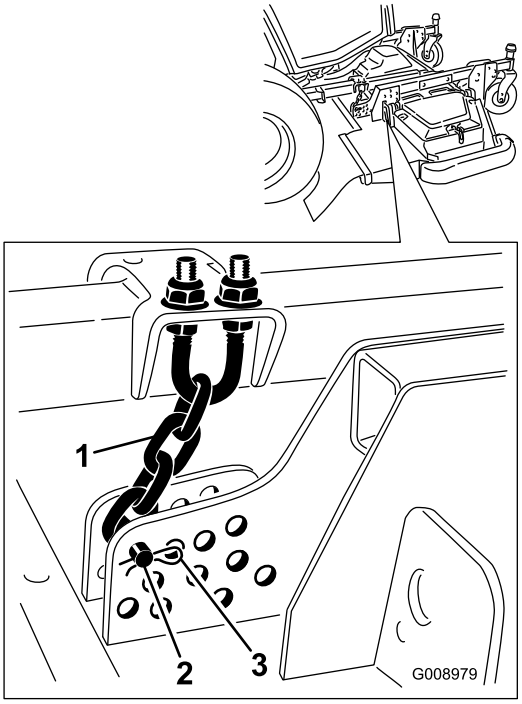

**Figur 35**
9. Ta bort hårnålssprinten och sprintbulten som fäster klipphöjdskedjorna på klippdäckets bakre del (Figur 35).